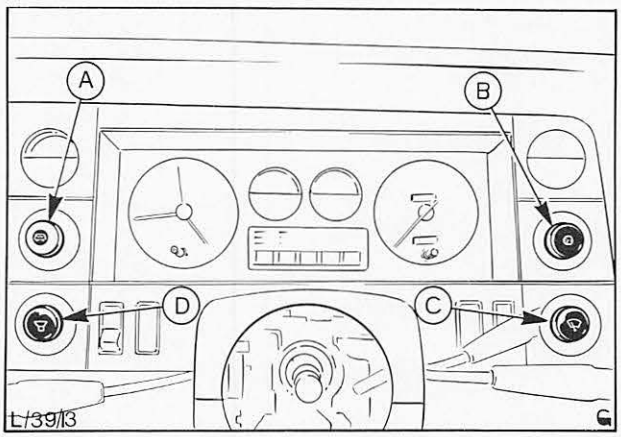

Abb. 2 Schalter – Instrumententafel
3. Folgende Schalter und Einstellknöpfe entfernen: Schalter – heizbare Heckscheibe, Einstellknopf – Instrumentenbeleuchtung und, falls vorhanden, Einstellknöpfe – Balanceregler und – Wischer-Intervallschaltung, Abb. 2.